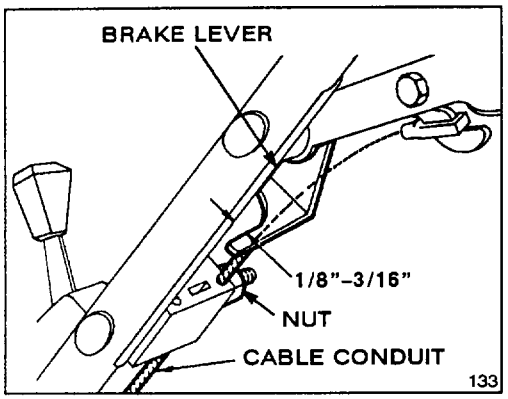

Figure 24
2. CHECK ADJUSTMENT (Fig. 24)—Move control bar toward handle until slack in wire is removed. Gap between brake lever and handle must be 1/8"-3/16". See step 3 for adjustment.
3. ADJUST CABLE CONDUIT—Loosen nut on cable bracket (Fig. 24). Insert 1/8"-3/16" object between brake lever and handle and pull down on cable conduit until slack is removed. Then tighten nut.